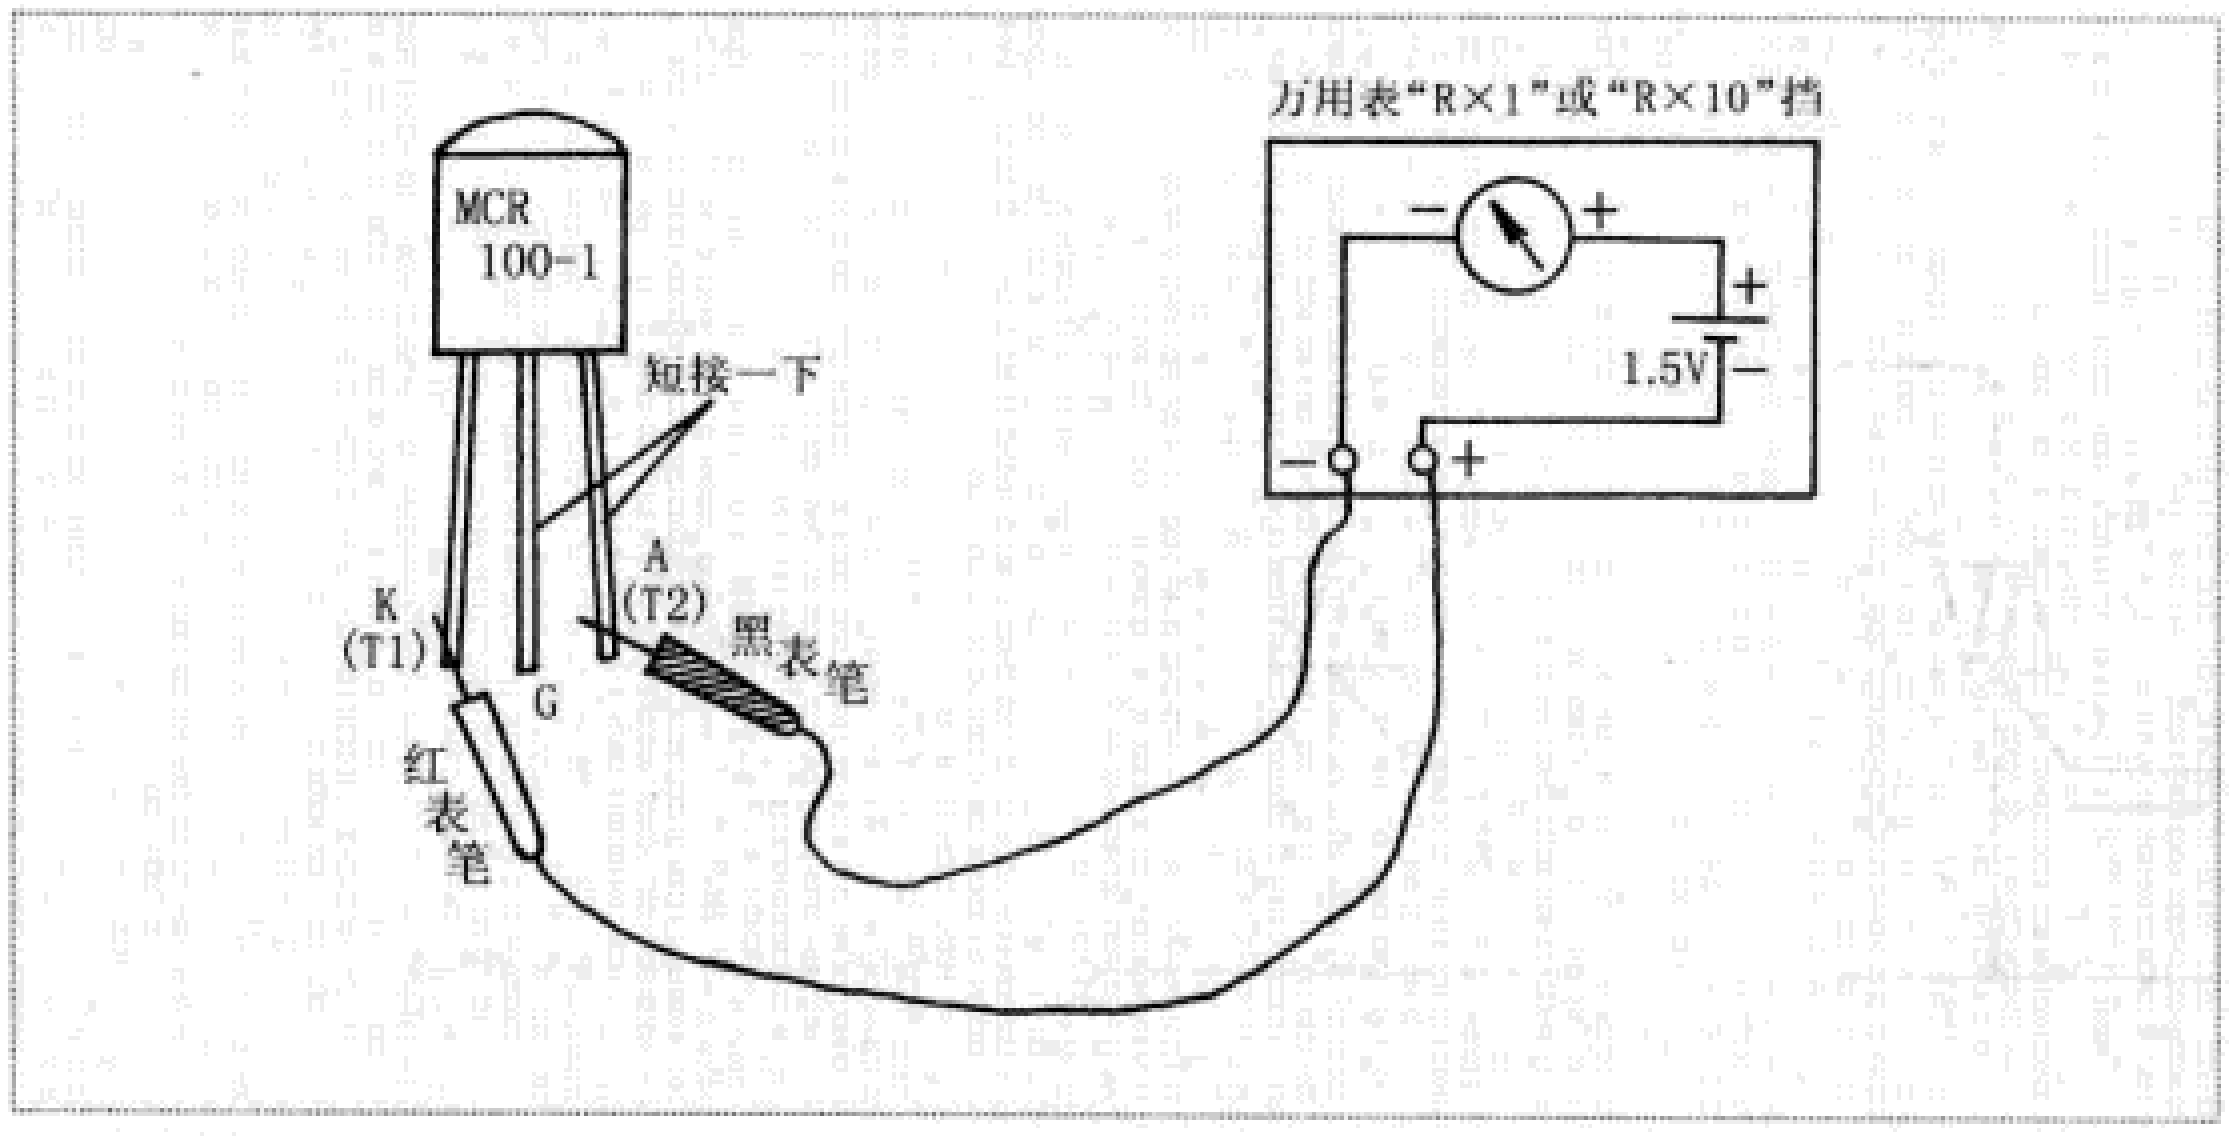

图2 检测性能的电路之一
2. 检测触发性能并判断其好坏。借用指针式万用表内部的1.5V干电池，可对晶体闸流管的性能进行简单的测试。按照图2所示，将万用表拨至“R×1”或“R×10”电阻挡，黑表笔接晶闸管的阳极A、红表笔接阴极K——这相当于给被测管加上了正向工作电压，此时万用表的表针指示应为无穷大。再用黑表笔接触控制极G（黑表笔移动时不能离开阳极A）,或用一段电线、小螺丝刀等金属物将控制极G与阳极A短接一下（短接后即断开），万用表内部1.5V干电池就会给被测管的控制极G施加上一个正向触发电流。如果表针向右偏转并保持在十几欧姆处，则说明被测管子性能良好；如果表针返回到零位，则说明管子触发性能不良或已经损坏。